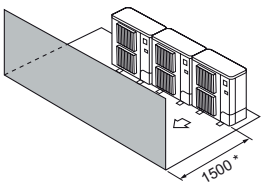

Rys. 2-10
③ Przeszkody znajdują tylko z przodu urządzenia (Rys. 2-10)